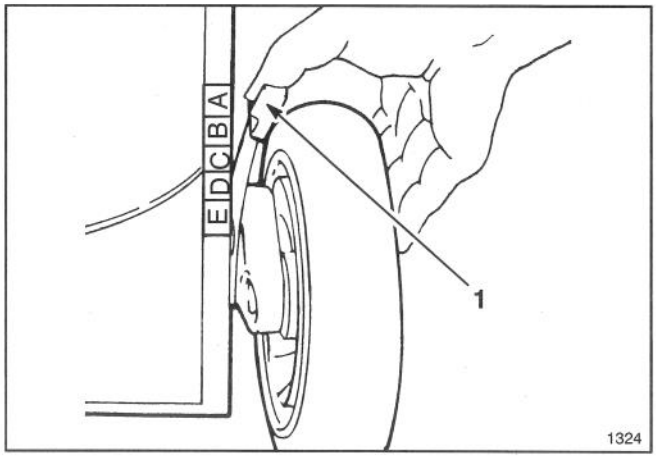

Afbeelding 8
3. Trek de instelhendel voor de maaihoogte in de richting van het wiel en zet hem in de overeenkomstige stand van de letter op de maaikast (Afb. 8). De hoogte is gemakkelijker in te stellen, wanneer u de kast optilt zodat het wiel van de grond komt. **Let erop dat u uw vingers hierbij niet onder de kast steekt.** Zorg ervoor dat de pen op de instelhendel in de gleuf op de kast valt. Stel alle wielen in op dezelfde letterstand.